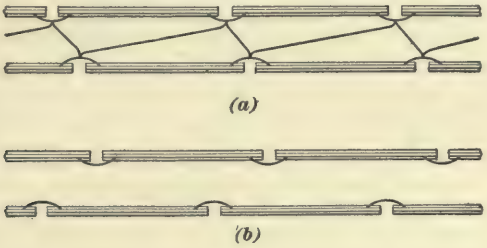

FIG. 8.
Fig. 8 (*a*) and (*b*) shows two ways of bonding rails. In (*a*) not only are the rails on each side bonded together, but a wire zigzags down between the two lines of rails and connects all the bonds together; when a road is bonded in this
way, it is very unusual for the rails to become so dead as to interfere with the running of a car. Fig. 8 (*b*) shows the simple mode of bonding used in most cases; even in this mode, in order that a car may become dead railed, there must be a dead rail on both sides of the track. If the track is a single one running out into the country, and with no other trolley track or steam track crossing it, the chances are great that, on a very dry day, no cars will be able to get power enough to run on that side of the dead rail which lies away from the power house. On up-to-date roads, a dead rail with such serious consequences rarely, if ever, occurs, because, in the first place, the rails are well bonded together, and even where there are several tracks, all lines of rail are connected together. Besides this, there are usually cross-rails and water pipes to help the current back to the power house.
**26.** When a track is bonded as shown at (*b*), Fig. 8, it is not at all necessary that the two dead rails occur opposite each other, for, since the two lines of rail do not touch each